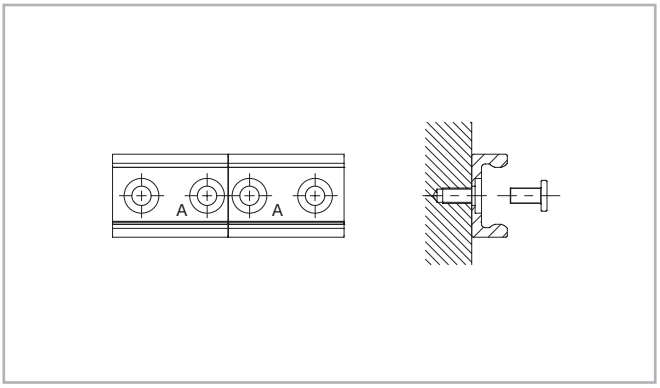

Fig. 80
(1) Fix the individual rails on the mounting surface by tightening all screws except for each last one on the rail joint.
(2) Install the end fixing screws without tightening them (see fig. 80).